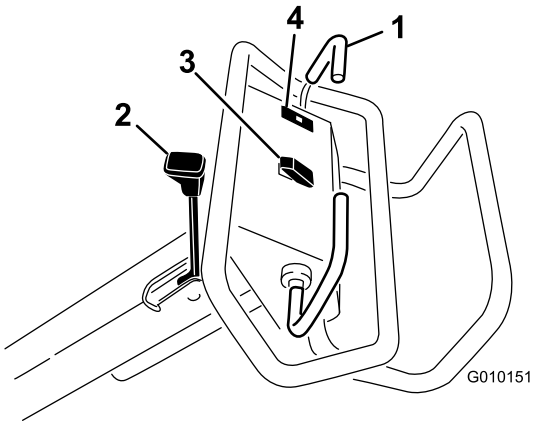

**Figur 12**
Flyt traktionshåndtaget frem for at køre fremad. Flyt traktionshåndtaget bagud for at køre baglæns (Figur 12).
Parkeringsbremsen aktiveres ved at flytte grebet mod motoren. Parkeringsbremsen kobles fra ved at flytte grebet frem (Figur 12).
Kontrollampen for olietryk (Figur 12) lyser, når olietrykket i motoren falder til under et sikkert niveau. Hvis der opstår et lavt olietryk, skal du stoppe motoren og finde årsagen. Skaden skal udbedres, før motoren startes igen.
**Hæv** – tryk øverst på kontakten (Figur 12) for at hæve kernehovedet og udkoble kernehovedet. Motoren skal køre for at generere et tryk. Se Nulstilling af systemstyrekredsløb, hvis kernehovedet er under transporthøjde.
**Sænk/aktiver** – tryk nederst på kontakten (Figur 12) for at sænke og aktivere kernehovedet. Traktionshåndtaget skal være i den fremadgående position for at aktivere kontakten.